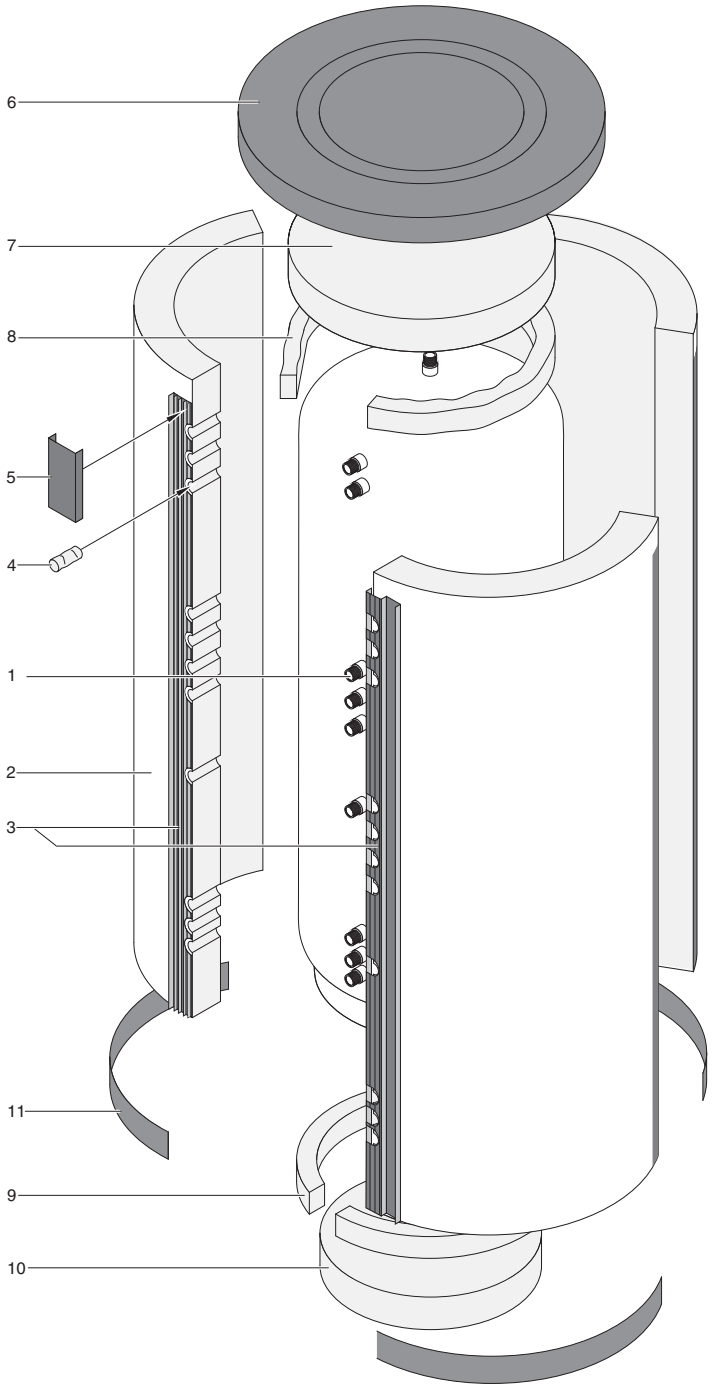

Abb. 2 Komponenten des Speichers: Legende der Positionsnummern siehe Tab. 2.
- Zum Einlegen des Innenteils der Bodenisolierung Behälter seitlich kippen (s. Abb. 2 Pos. 10).
Die Dämmung des Speichers (Bestandteile abhängig von Speichertyp, s. Abb. 2, Pos. 2 bis 11) wie folgt montieren:
- Hakenverschlüsse nachspannen, bis die Wärmedämmung stramm am Behälter anliegt. Die zugehörigen Montagehilfe (Abb. 2 Pos. 5) dient zum besseren Greifen der Manteldämmung.